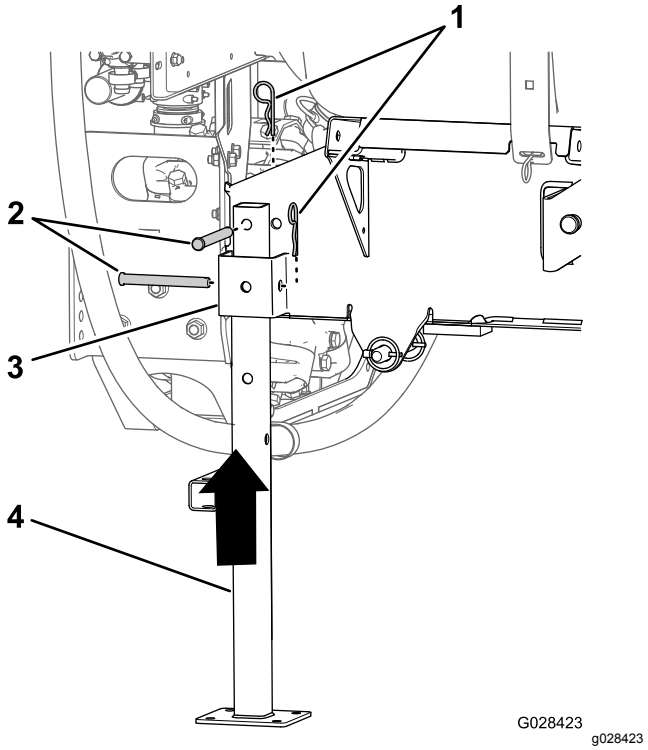

Figur 134
5. Rett inn bakre jekkstøtte med bakre jekkstøttemottaker (Figur 134).
6. Rett inn hullet på toppen av jekkstanden med hullet i tankens glideramme (Figur 134).
7. Fest jekkstøtten til mottakeren og rammen med to splittpinner (½ x 4½ tommer) og to hårnåler (5/32 x 2⅝ tommer), som vist i Figur 134.